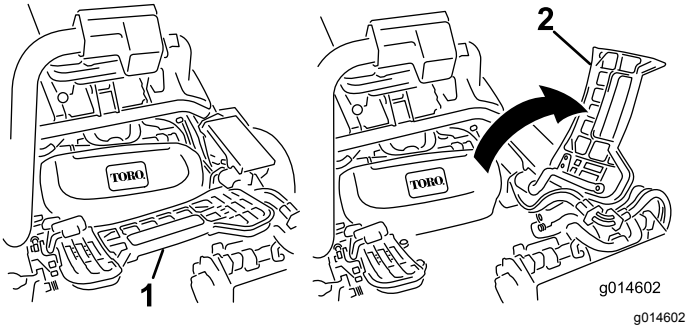

Figur 48
2. Hæv fodstøtten og vip den åben, så du får adgang til den midterste klippeenheds position (Figur 48).